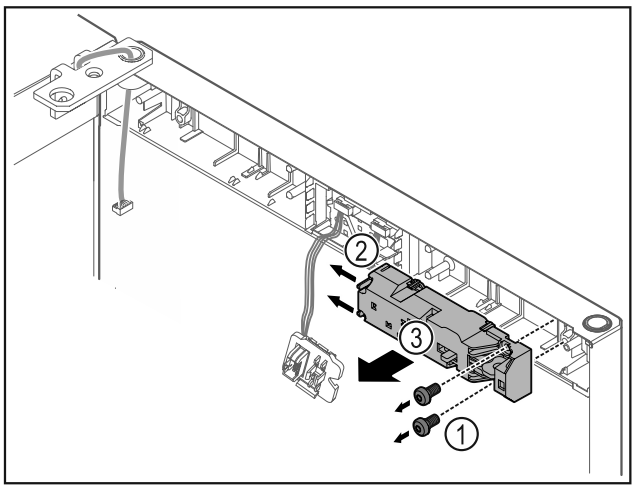

Fig. 16
▶ Извлеките винты *Fig. 16 (1)*.
▶ Сдвиньте защелки *Fig. 16 (2)* в сторону и снимите замок дистанционного открытия *Fig. 16 (3)*.